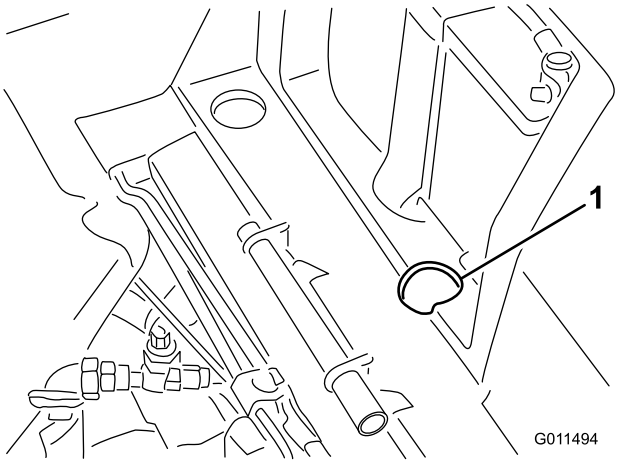

Figura 31
1. Levante o banco e retire a cobertura da bateria. A válvula de derivação encontra-se em frente da bateria (Figura 31).